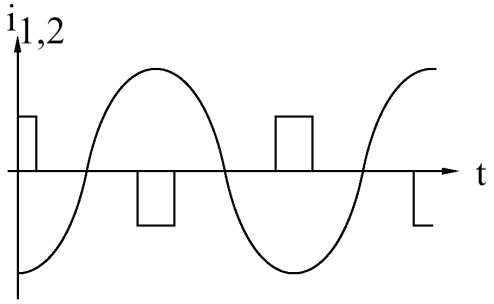

Bild 25: Lastströme der zwei parallelen Lasten
b) Im Moment versorgt die Energieleitung zwei parallele Lasten. In Bild 25 sind die zwei Lastströme i_1 und i_2 aufgeführt.